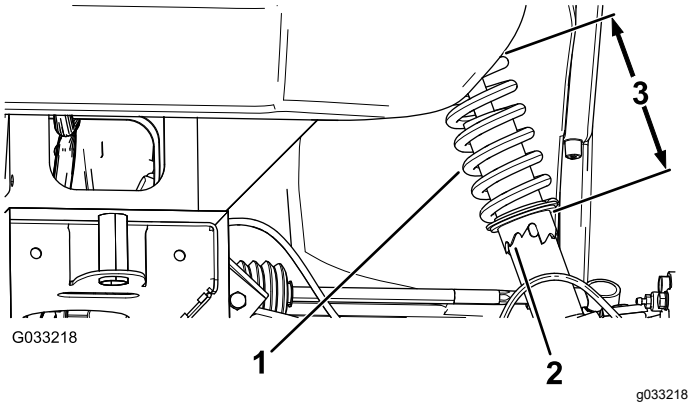

**Figur 52**
2. Hvis hjulets hældning ikke er korrekt, skal du bruge gaffelnøglen til at dreje muffen på støddæmperen og tilpasse hjulsporingen (Figur 52).